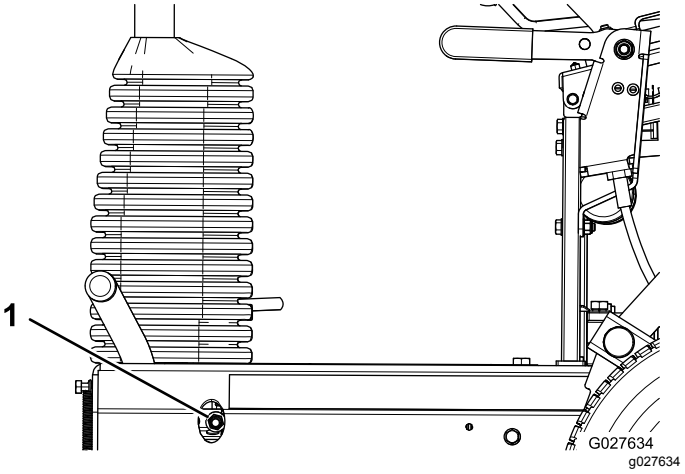

Figur 37
- Tilspænd bremsens låsemøtrik for at øge bremsekraften (Figur 37).
- Løsn bremsens låsemøtrik for at mindske bremsekraften (Figur 37).